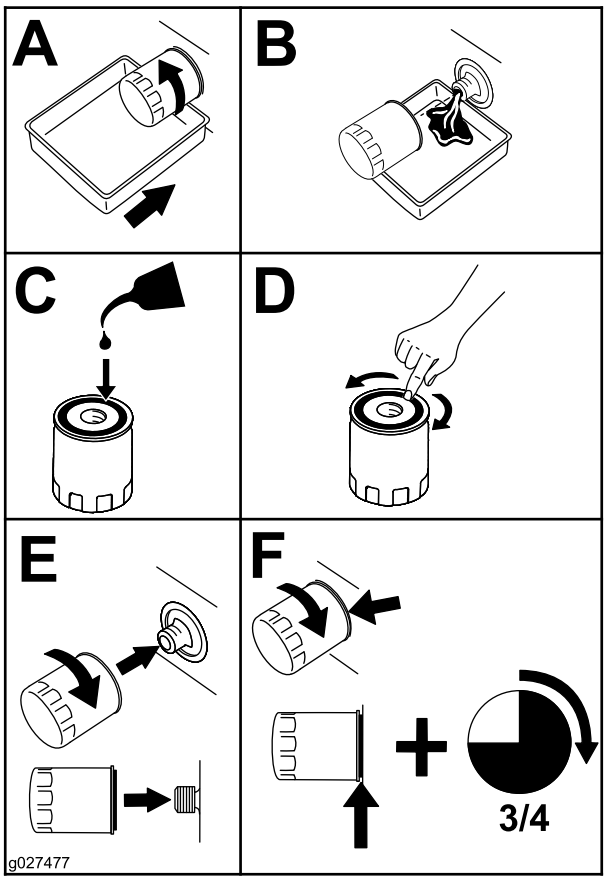

Figuur 38
4. Brandstoffilter vervangen (Figuur 38).